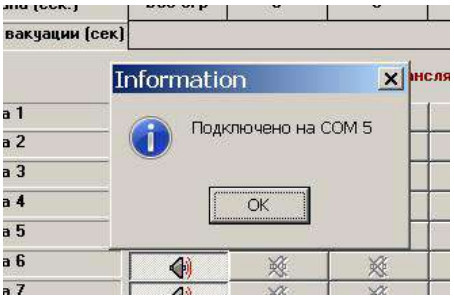

Рис. 49
- При правильном подключении появится диалоговое окно (Рис.49) с указанием на какой порт произведено подключение.